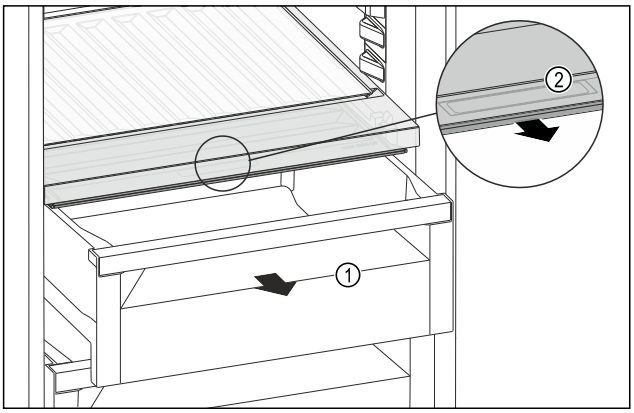

Fig. 213
▶ Pull out the drawer *Fig. 213 (1)*.
▶ Grasp the recessed grip *Fig. 213 (2)* on the compartment lid and pull the compartment lid forwards at the same time.